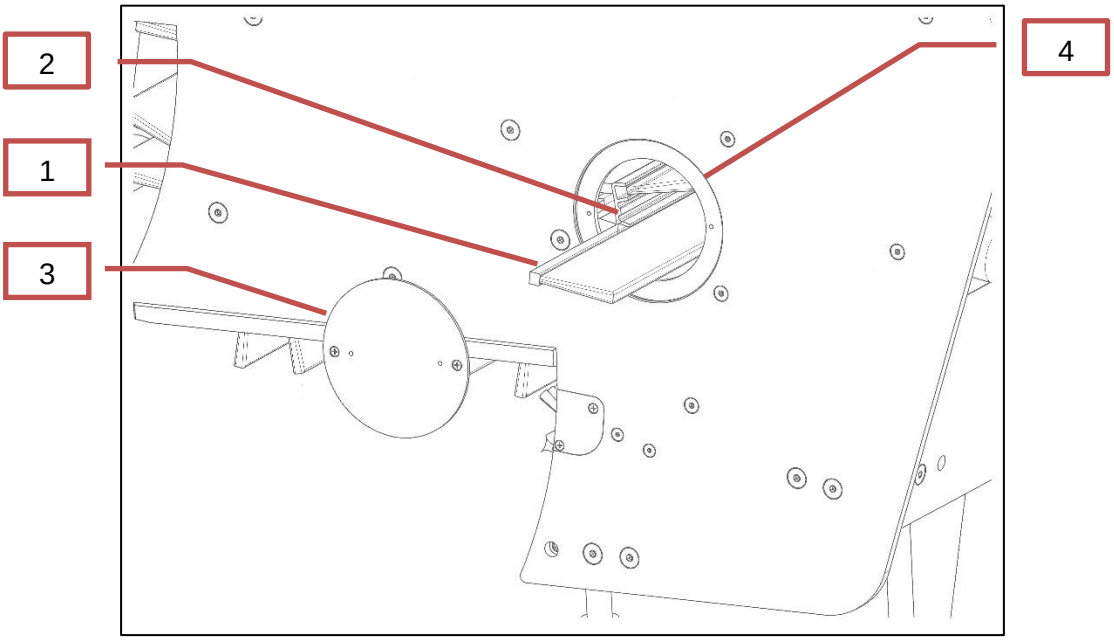

Bild 1 Bürstenmontage
Wenn sich noch keine Bürsten (1) in den Führungsschienen (2) befinden, so ist ausschließlich einer der beiden Deckel (3) der Bürstenwechselöffnung (4) zu öffnen (siehe Bild 1: Bürstenmontage).